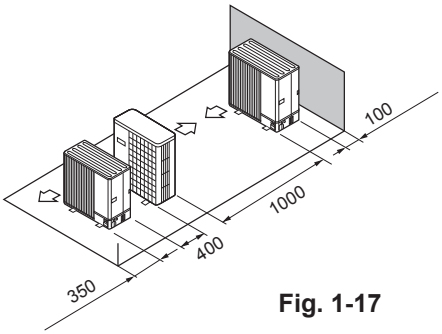

Fig. 1-17
⑤ Single parallel unit arrangement (Fig. 1-17)